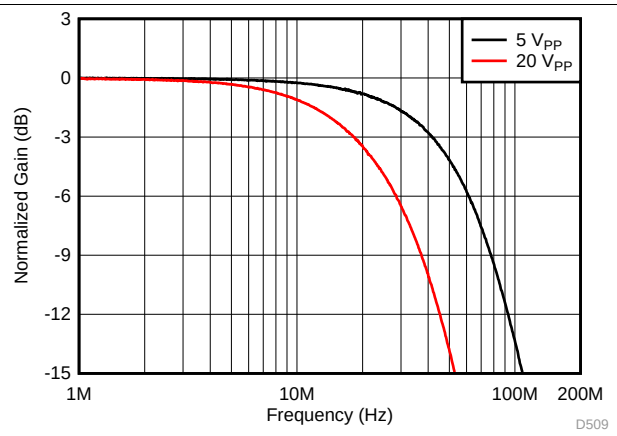
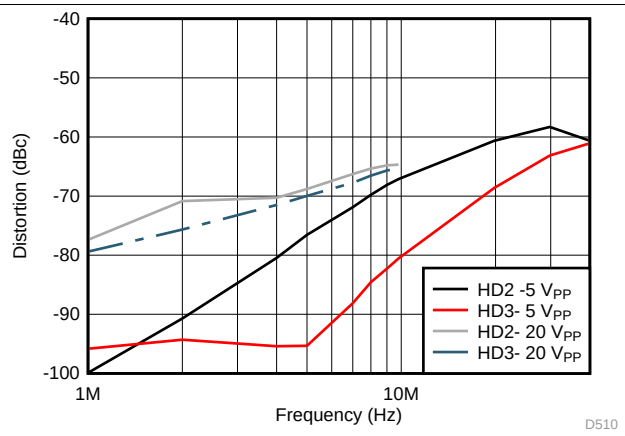

Figure 98. Frequency Response of the 5-V_{PP} and 20-V_{PP} Channels
Figure 99. Harmonic Distortion Performance of the 5-V_{PP} and 20-V_{PP} Channels
3. Figure 98 and Figure 99 show the frequency response and harmonic distortion performance of the dual output-voltage system. The frequency response is normalized to 0 dB to make bandwidth comparisons easier.